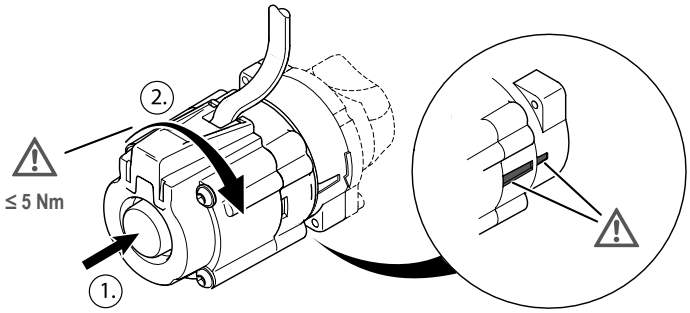

Fig. 16-3: Pumpe in Betriebsposition
- Pumpe in axialer Richtung kräftig andrücken und 1/4 Umdrehung im Uhrzeigersinn bis zum Anschlag drehen. Die Markierung auf dem Pumpenkopf muss mit der kürzeren Markierung auf dem Pumpenadapter übereinstimmen (siehe Fig. 16-3).